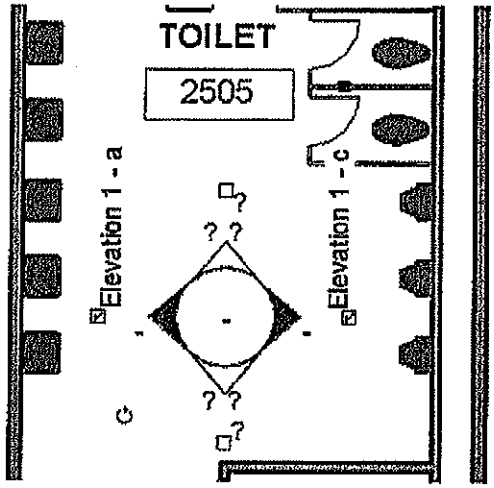

Figure 4–46
7. Select the circle part of one of the elevation markers and check the box on the opposite side, as shown in Figure 4–46.